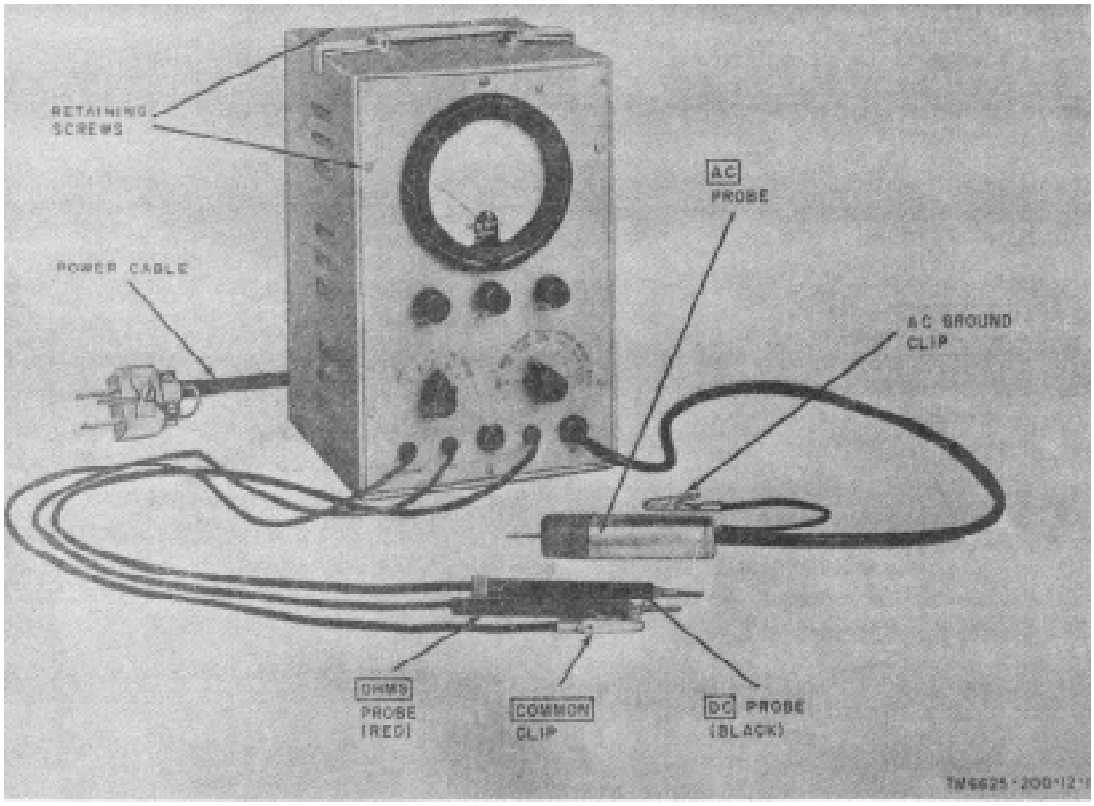
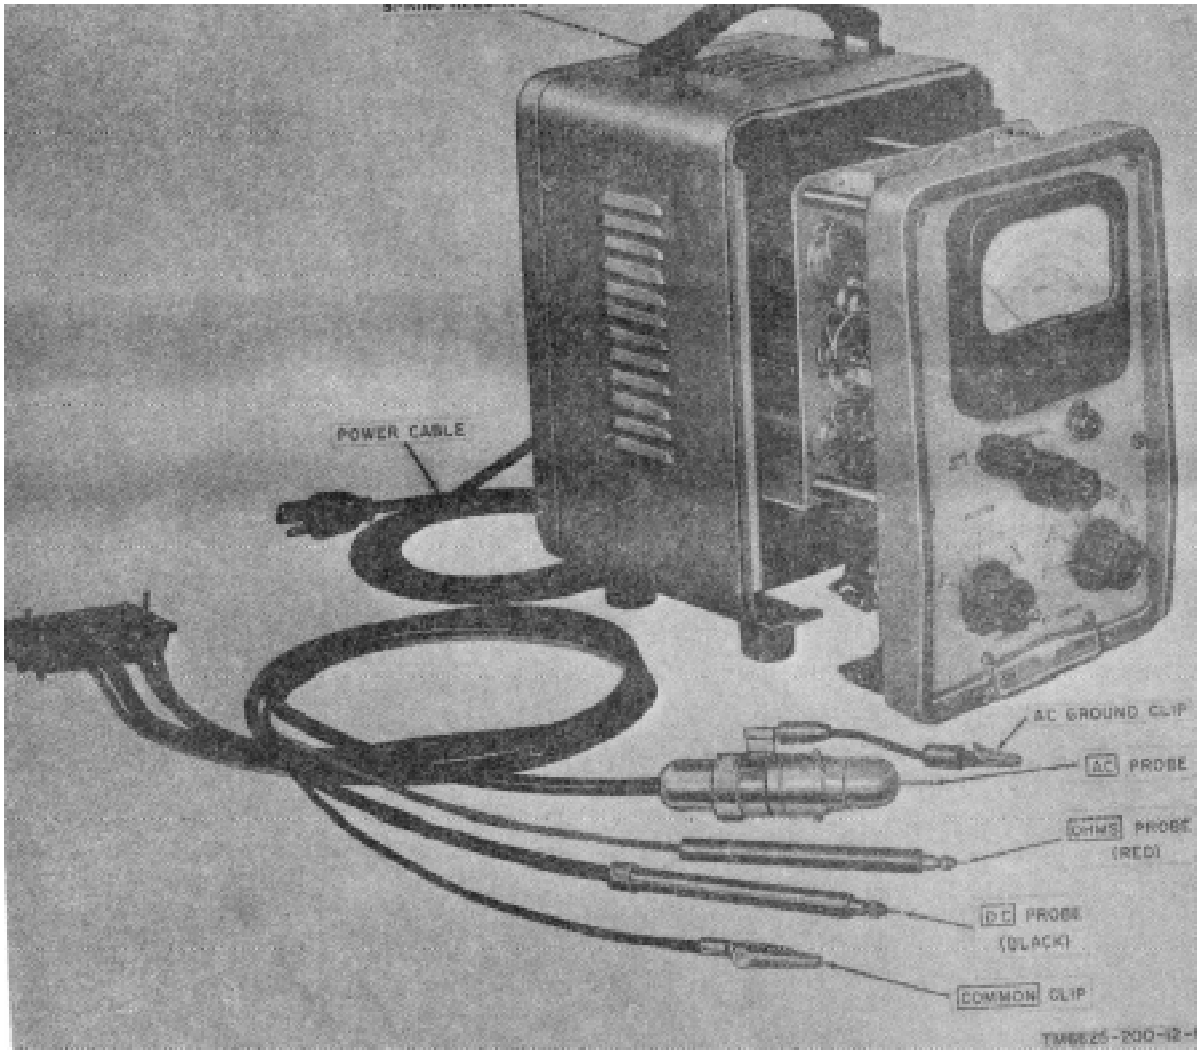
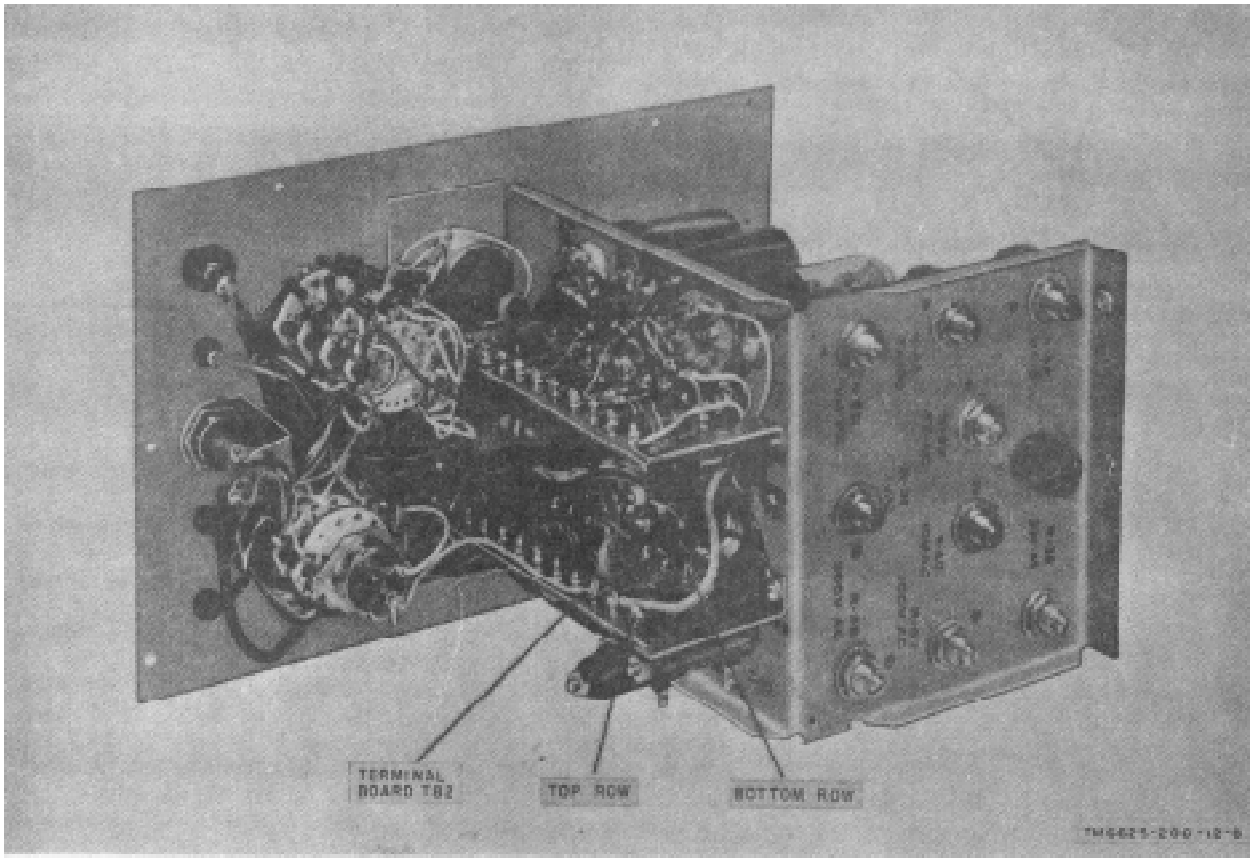
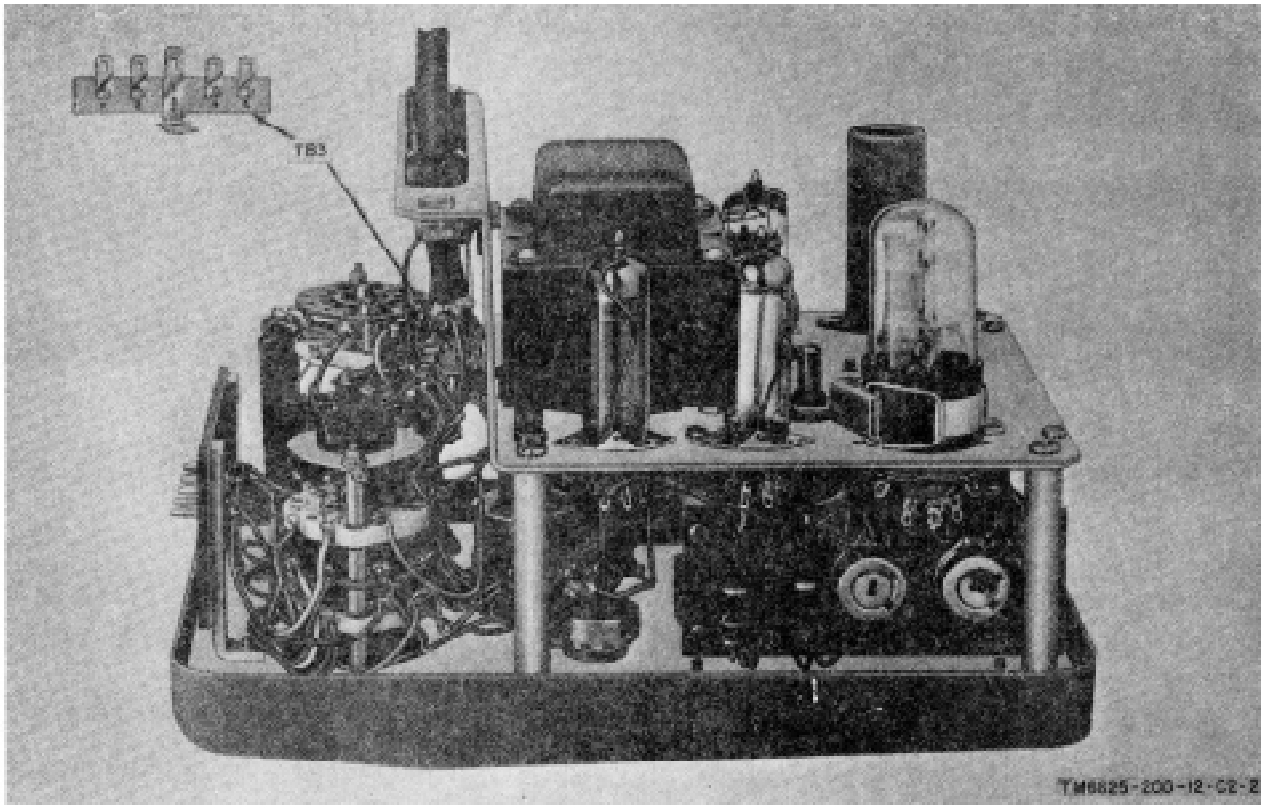

Figure 1-1. Multimeter ME-26B/U, less running spares.
Figure 1-2. Multimeter ME-26A/U, withdrawn from cabinet, lens running spares.
Figure. 3-1. Multimeter ME-16B/U, ME-6C/U, and ME-26D/U chassis, bottom view, showing location of terminal board TB2.
Figure 3-2. Multimeter ME-26A/U chassis, side view, showing location of terminal board TB3.
1-4. Purpose and Use (fig. 1-1, 1-2)
The multimeter (figs. 1-1 and 1-2) consists of a chassis (figs. 3-1, 3-2, 4-1, and 4-2) contained in a metal case. All operating controls (figs. 3-2 and 3-3), the meter, and the pilot lamp are mounted on the front panel. The ME-26A/U test leads are mounted on a detachable connector and are attached to the underside of the multimeter. The ME-26B/U, the ME-26C/U, and the ME-26D/U test leads are permanently attached to the chassis and extend through the front panel. The ME-26B/U, the ME-26C/U, and the ME-26D/U power cables are contained in a storage compartment in the case. A rear cover is provided to reach the power cable, the fuse, and the storage compartment. The power cable and the fuse can be reached on the back of the ME-26A/U.
(3) Remove the chassis by gently sliding it forward out of the case, while lifting the power cable from the groove in the rear crosspiece.
(4) Remove the jumper which connects the first (rear) terminal on the bottom row of terminal board TB2 (fig. 3-1) and the second (next to rear) terminal on the top row; also remove the jumper which connects the second terminal on the bottom row and the third terminal on the top row.
(5) Connect a jumper from the first to the second terminal on the bottom row of terminal board TB2.
(6) Slide the chassis back into the case and replace the retaining screws.
(7) Replace the 1.5-ampere fuse with a ¾ ampere fuse.
(8) Replace the rear cover.
(1) Perform the procedures given in a(1), (2), and (3) above.
(2) Remove the jumper which connects the first (rear) and second terminals on the bottom row of terminal board TB2 (fig. 3-1).
(3) Connect a jumper from the first terminal on the bottom row to the second (next to rear) terminal on the top row.
(4) Connect a jumper from the second terminal on the bottom row to the third terminal on the top row.
(5) Slide the chassis back into the case and replace the retaining screws.
(6) Replace the S/3-ampere fuse with a 1.5-ampere fuse.
(7) Replace the rear cover.
(1) Remove the rear cover by pressing the spring-release button on the top rear of the case (fig. 1-2).
(2) Remove the retaining screws that hold the main chassis to the cabinet (3) Remove the chassis by gently sliding it forward out of the case.
(4) Remove the leads that connect terminals 1 to 2, and 4 to 5 of terminal board TB3 (fig. 3-2).
(5) Connect terminals 2 and 4 together.
(1) Perform the procedures given in a(1), (2), and (8) above.
(2) Remove the lead that connects terminal 2 to terminal 4 on terminal board TB3 (fig. 3-2).
(3) Connect terminal 1 to 2 and terminal 4 to 5.